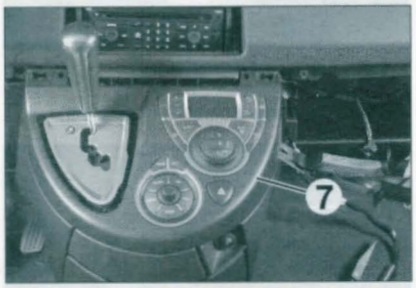

FIGURE 9-13
• Décliper la partie supérieure de la console centrale (7) **(figure 9-13)**.